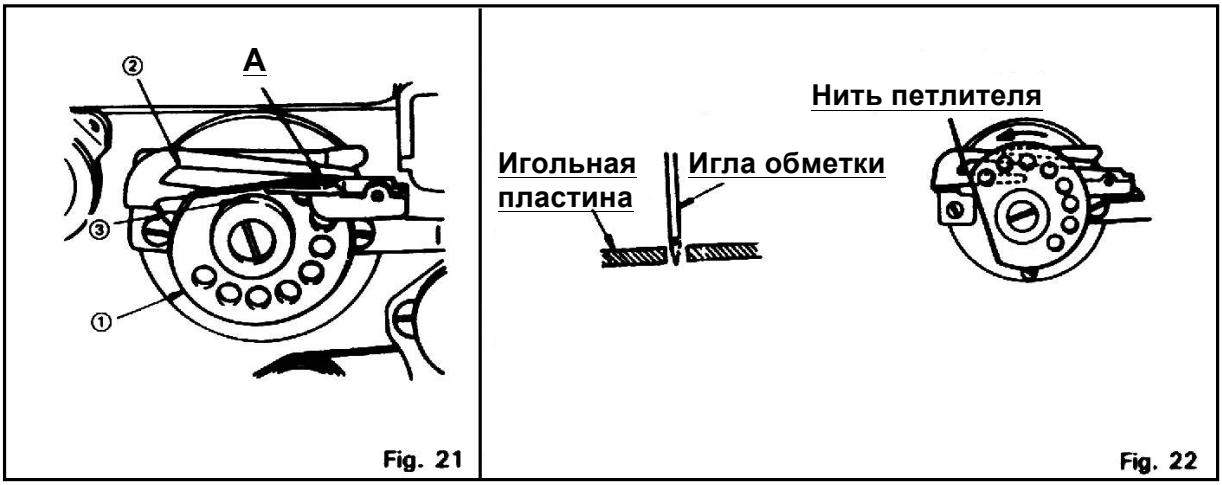

Fig. 21 Fig. 22
- Ослабить установочную гайку **3** (см. рис. **Fig. 21**) нитеподатчик **1** установить так, чтобы точка **A** нитеподатчика находилась на одном уровне с нижней стороной крючка **2** нитеподатчика, когда игла расположена в своей наивысшей точке (ВМТ).